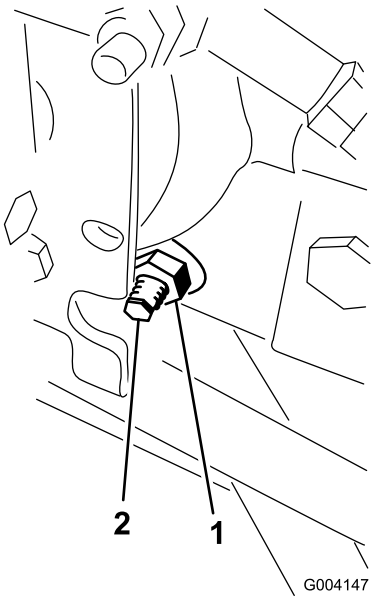

Figuur 62
3. Draai de borgmoer op de afstelnok van de tractie, rechts van de hydrostaat, los (Figuur 62).